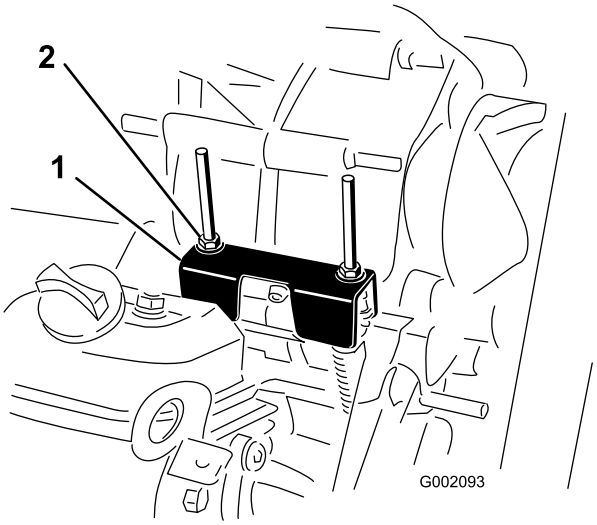

Figur 48
Når der udføres rutinemæssig vedligeholdelse og/eller motordiagnostik, skal transakslen sættes i neutral (Figur 48). Køretøjet har en neutral position på skiftegrebet, som styrer den neutrale position i transakslen. Følgende skridt bør tages for at sikre, at det neutrale skiftegreb betjener den neutrale position i transakslen korrekt:
2. Sørg for, at den neutrale konsol er i den neutrale position (i niveau med kabelmonteringskonsollen under skiftekonsollen) ved at dreje den drevne kobling (Figur 48).
3. Drej en af låsemøtrikkerne (Figur 48) for at få en afstand på 0,762 til 1,524 mm mellem bunden af møtrikken/spændeskiven og den neutrale konsol.